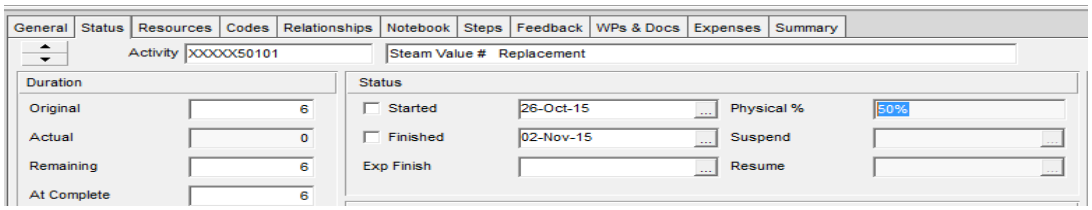

Figure 5-2: Level 2 Activity Physical %
- If ***Activity Steps*** are not applied on the Level 2 Activity, manually update ***Physical %*** based on the earning rules as illustrated in Figure 5-2.